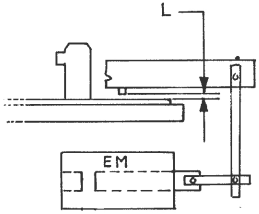

Fig. 1
- Verificare le condizioni indicate in fig. 1 e fig. 2.